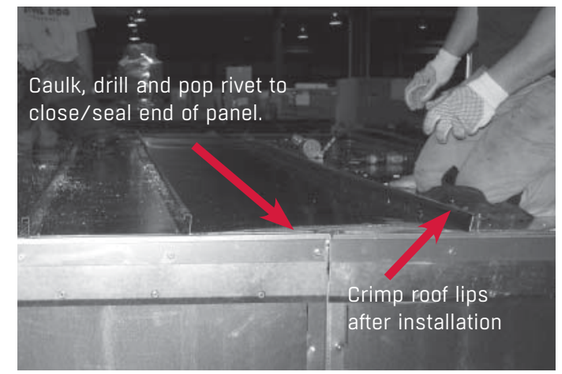

FIGURE 14
17) Apply second foam panel. (See **FIGURE 14** picture for caulking instructions).
19) Crimp roof lips with crimping tool (See **FIGURE 14**).